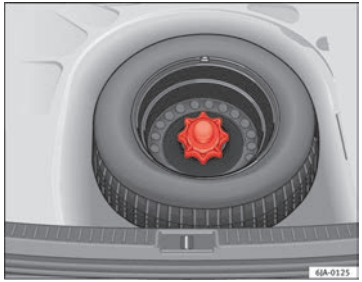

Fig. 171 Compact temporary spare wheel: raised floor panel
- Lift and hold up the floor panel to remove the temporary spare wheel ⇒ Fig. 171.